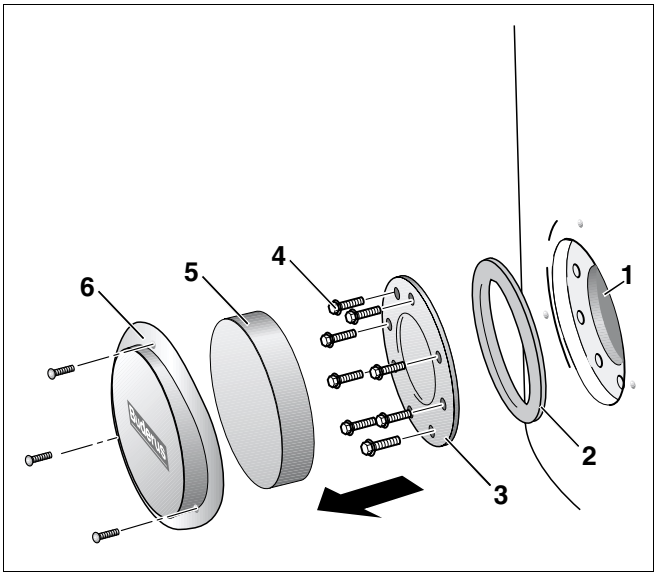

Afb. 10 Reinigingsopening demonteren
- Draai de schroeven aan de afdekking van het handgatdeksel (afb. 10, **pos. 6**) los.
- Verwijder de afdekking van het handgatdeksel en de isolatieschijf (afb. 10, **pos. 5**).
- Draai de zeskantbouten (afb. 10, **pos. 4**) los, verwijder het handgatdeksel (afb. 10, **pos. 3**) en de dichting van het handgatdeksel (afb. 10, **pos. 2**).